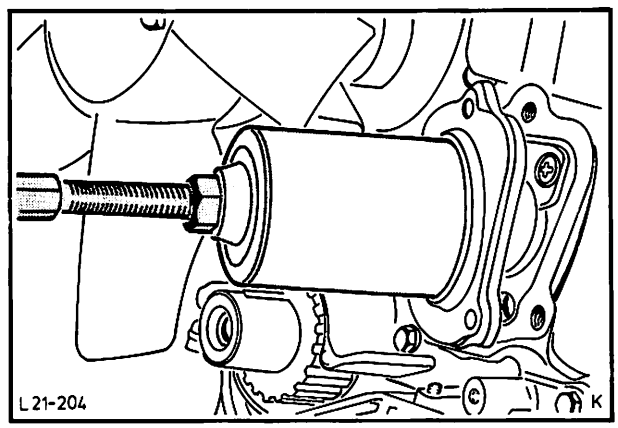

Abb. 305 Stirndeckel – Nebenwelle mit Spezialwerkzeug 21-009-A montieren
10. Dichtlippe Radialdichtring leicht einölen. Stirndeckel-Nebenwelle mit neuer Dichtung **(nicht benötigte Dichtungshälfte abschneiden)** montieren, dazu Spezialwerkzeug 21-009-A, Abb. 305, verwenden, damit die Dichtlippe nicht beschädigt wird.